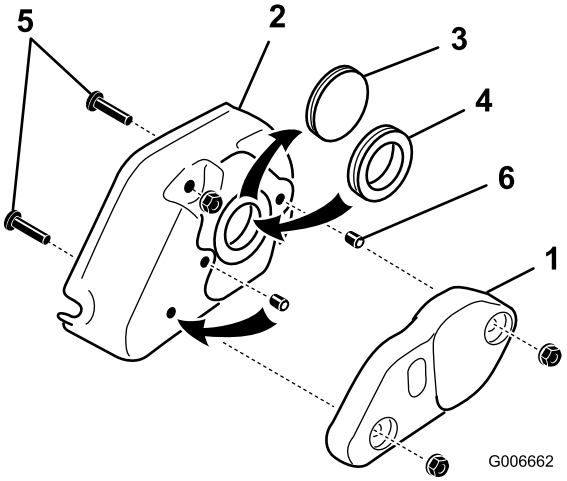

図 28
31. グルーマのウェイトをグルーマカバーに固定している 5/16 in フランジナット2個を外してウェイトを取り外す図 28。
32. カバーについているむくのハトメを取り外してゴム製のグロメットリングに交換する図 28。
33. カバーにねじ込んである 5/16 x 1-1/4 ネジ2本を取り外す図 28。
34. グルーマカバーのセンター穴から固定ねじを取り外す図 28。この固定ネジと、キットに入っているもう 1 つの固定ネジを、先ほどまでカバー取り付けネジが入っていた穴に取り付ける。取り付ける前に、固定ネジにロクタイトを塗りつける。固定ネジがカバーと面一になっていることを確認すること。